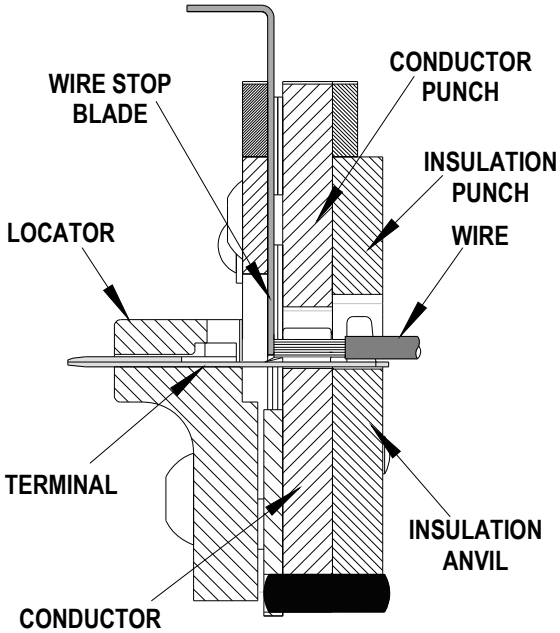

Figure 2
3. Place a pre-striped wire into the terminal until the end of wire touching the wire stop. See Figure 2.